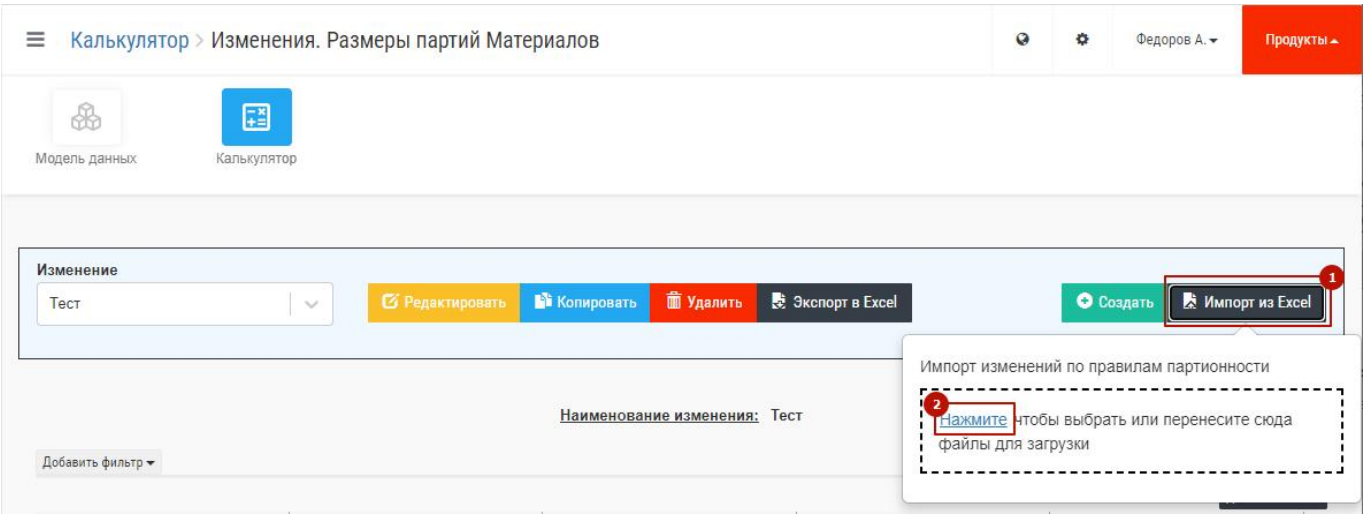

Рис. 56 – Загрузка изменения по размерам партий
- нажать кнопку «Импорт из Excel» Затем в появившемся окне нажать на ссылку «Нажмите» (1 + 2 на Рис. 56). Откроется окно проводника Windows в котором необходимо выбрать файл, который требуется загрузить и нажать на кнопку проводника «Открыть».